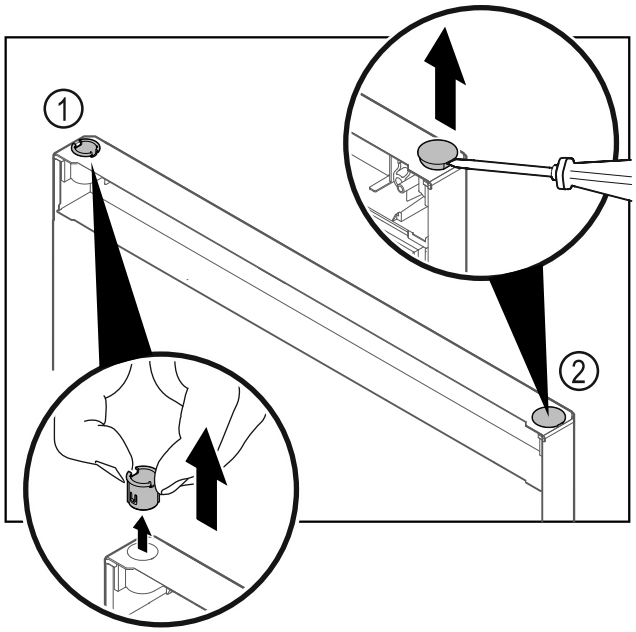

Fig. 22
▶ Extraer el casquillo de bisagra *Fig. 22 (1)* con los dedos.
▶ Levantar cuidadosamente el tapón *Fig. 22 (2)* con un destornillador para tornillos de cabeza ranurada y extraerlo.